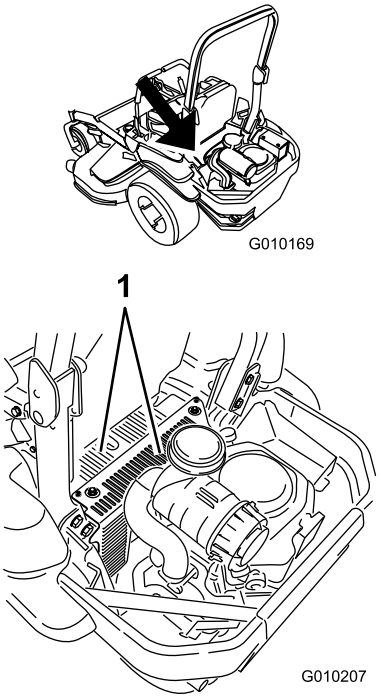

Figur 69
5. Fjern snavs og græs fra hydraulikenhedens afskærmninger (Figur 69).